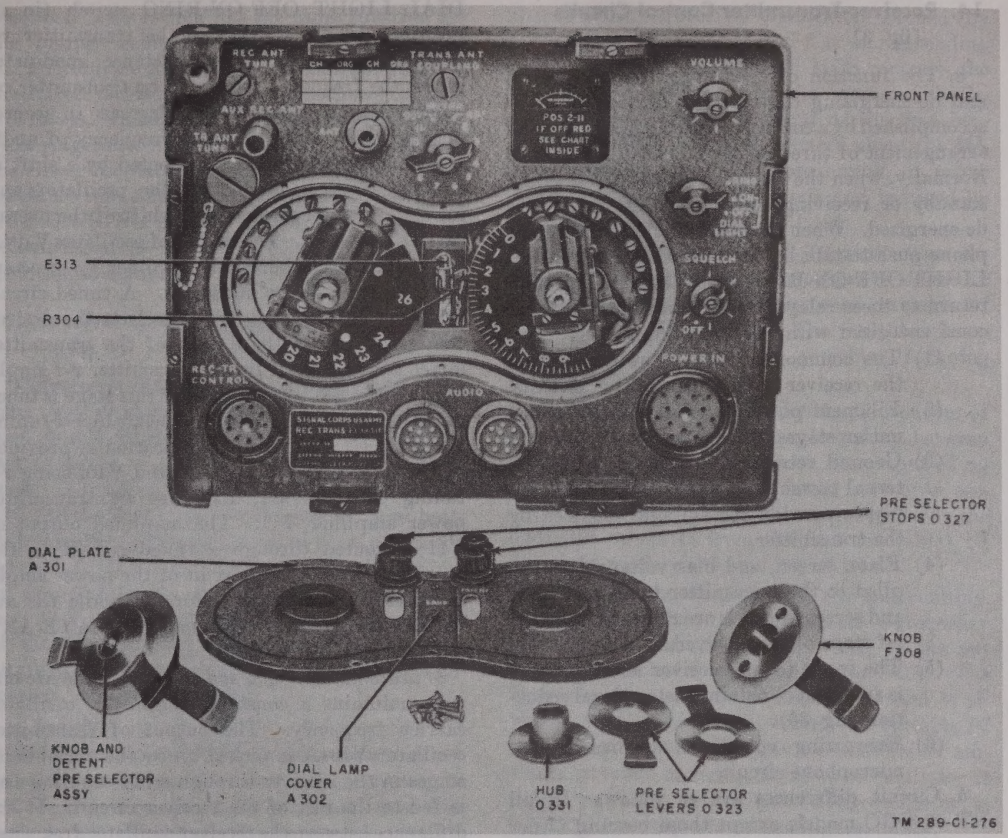

Figure 12. Front panel, dial plate removed and preselector disassembled.
a. General. The receiver-transmitter is tuned to the desired operating frequency by the MCS and TENTH MCS controls (fig. 8). These controls are associated with each other through a dial-drive mechanism mounted on the back of the panel and operate on the decade principle to tune the receiver-transmitter in either 1-mc or 100-kc steps or by continuous variation. The left-hand MCS control tunes the set in 1-mc steps. The dial associated with that control is calibrated in intervals of 1 mc (fig. 12) and the dial numbers read directly in mc. Within each mc range set up by the MCS control, the right-hand TENTH MCS control tunes the set either in steps of 100 kc, corresponding to an individual channel, or continuously. The dial associated with that control is numbered in tenths of megacycle and has subdivision markings at 25-kc intervals (fig. 12). The frequency to which the set is tuned is obtained by taking the number shown in the MCS control window as an integer and the number shown in the TENTH MCS control as a tenths digit. Thus, with the MCS control set to 32 and the TENTH MCS control set to 9, the set is tuned to a frequency of 32.9 mc. The channel number to which the set is tuned is the frequency in mc multiplied by 10. In the above example, the channel number is 329.
e. Adjustment. The dial-drive assembly is a carefully designed and intricate assembly. Internal adjustments should not be made in the field. When difficulties with that mechanism are encountered, the whole unit should be replaced. By removing the knob and the dial plate cover on the front panel of the equipment, the detent screws (fig. 12) may be adjusted to provide proper detent action. This applies to the TENTH MCS control only. The assembly is waterproofed by gasket covers, which screw on to the front panel, and by fittings on the control shaft.
f. Number of Detent Settings. The number of detent settings of the MCS dial for each of the three receiver-transmitters corresponds to the number of 1-mc intervals included in the frequency band covered by that receiver-transmitter, as follows: Receiver-Transmitter RT-66/GRC, 8 detent positions; Receiver-Transmitter RT-67/GRC, 12 detent positions; and Receiver-Transmitter RT-68/GRC, 17 detent positions. Except for the number of detent positions for the MCS control, the differential gears and the detent mechanism built into the dial-drive assembly is standardized for all three sets. The portion of the dial-drive assembly associated with the TENTH MCS control and the number of detent positions (10) for that control are the same for all three sets.
g. Preselection of Detented Channels. A preselecting assembly (fig. 12) is associated with each of the two controls (MCS and TENTH MCS). Each consists of two levers, with serrated faces, which fit over the dial shaft and are held in place by the large screw holding the knob in place. Two stops are provided at the top of the dial cover plate. The two levers can be set at any angle with respect to each other and with respect to the dial by slightly releasing the screw that holds the knob. One lever is painted green and the other red. When the dial is rotated and reaches the preselected channel, the lever hits the stop. Thus the dial can be turned quickly to the preselected channel. The serrations on the levers prevent slippage. This arrangement is useful under operating conditions involving poor visibility or requiring speedy selection of either of two channels. The stop arrangement can be released and the dial permitted to rotate past the stop point by lifting and turning the stops.